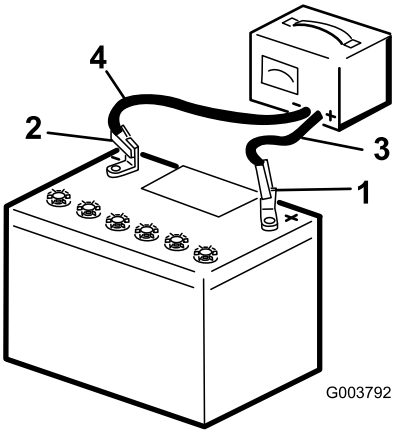

**Figuur 42**
3. Laad de accu 10 tot 15 minuten op bij 25 tot 30 A of 30 minuten bij 4 tot 6 A (Figuur 42). De accu niet te ver opladen.
4. Zodra de accu volledig is opgeladen, haalt u de acculader uit het stopcontact en maakt u vervolgens de oplaadkabels los van de accuklemmen (Figuur 42).